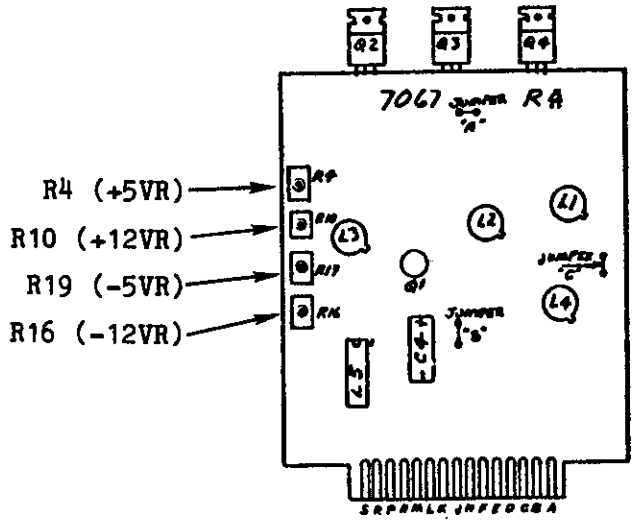

FIGURE 7-3 7067 REGULATOR BOARD
4. Check DC voltages with a digital voltmeter for the specified values, as listed in Table 7-3. Adjust the trimpots where indicated in Figure 7-3 to obtain correct voltage levels where necessary. Be sure to connect the COMMON lead of the voltmeter to a ± 0V connection, not the chassis, or erroneous readings will result.